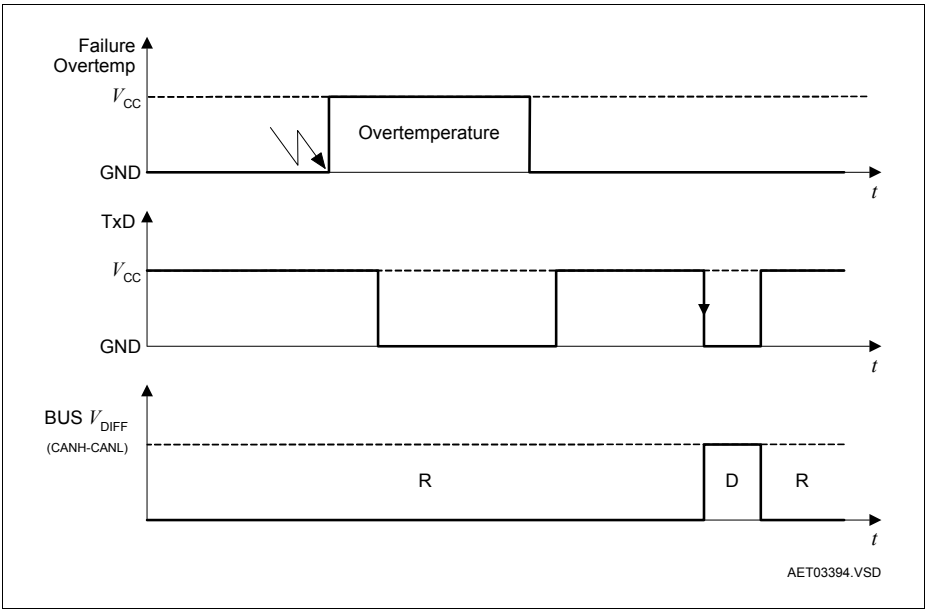

**Figure 4 Release of the Transmission after Overtemperature**
**Figure 4** shows the way how the transmission stage is deactivated and activated again. First an over temperature condition causes the transmission stage to deactivate. After the over temperature condition is no longer present, the transmission is only possible after the TxD signal has changed to recessive level.